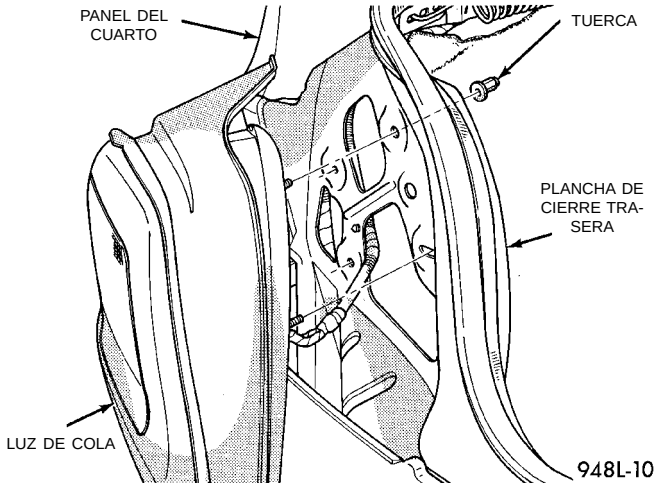

Fig. 6 Luz de cola, stop y señal de giro
(1) Desenganche el pestillo del maletero y abra la tapa del maletero.
(2) Retire el forro del maletero del área de la luz de cola, si está equipado.
(3) Retire los portalámparas y bombillas de la luz.
(4) Retire las tuercas que sostienen la luz de cola en la plancha de cierre trasera (Fig. 6).
(5) Separe la luz de cola del vehículo.